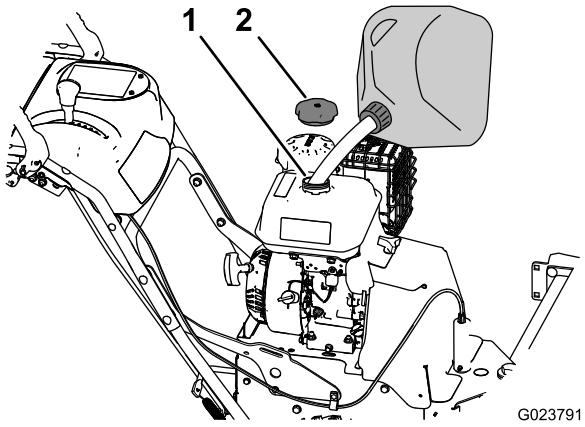

Rysunek 7
1. Oczyść korek zbiornika paliwa (Rysunek 7).
2. Zdejmij korek wlewu paliwa ze zbiornika paliwa (Rysunek 7).
4. Zakręć korek i wytrzyj rozlaną benzynę (Rysunek 7).